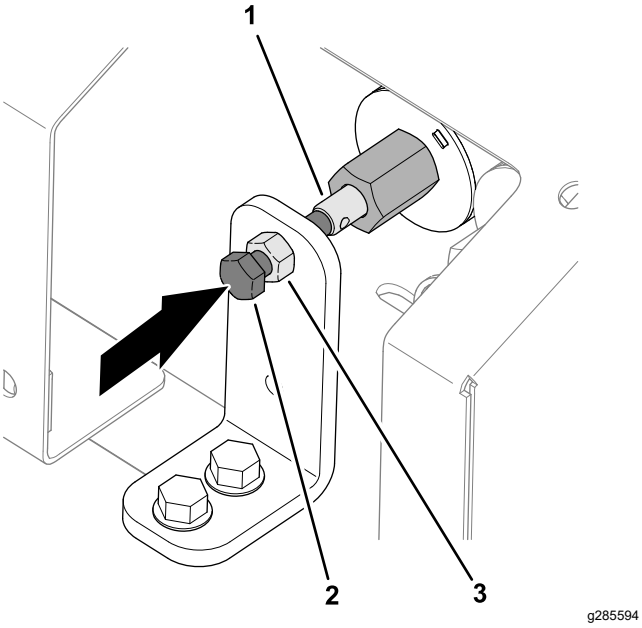

**Rysunek 35**
1. Poluzuj nakrętkę zabezpieczającą na wsporniku sterowania ręcznego (Rysunek 35).
2. Obracaj śrubę z łbem sześciokątnym służącą do ręcznego sterowania zaworem w prawo, aby zwiększać prędkość podłogi (Rysunek 35).